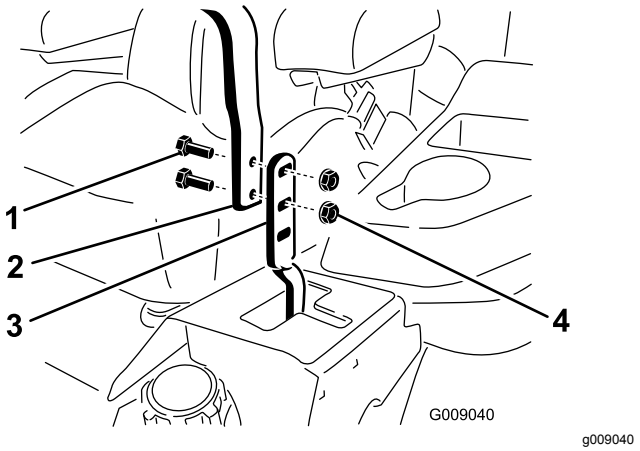

Figuur 59
2. Zet de bouten en flensmoeren los waarmee de handgrepen bevestigd zijn aan de hendels (Figuur 59).